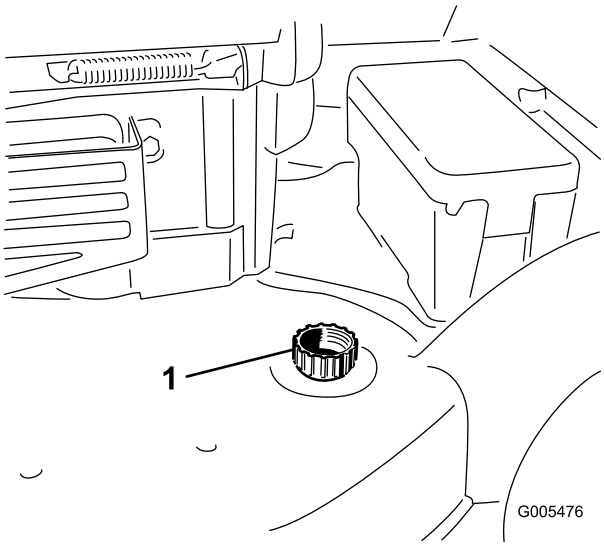

Figur 41
3. Fastgør en haveslange, der er sluttet til vandforsyningen, på gevindporten på plæneklipperhuset (Figur 41).